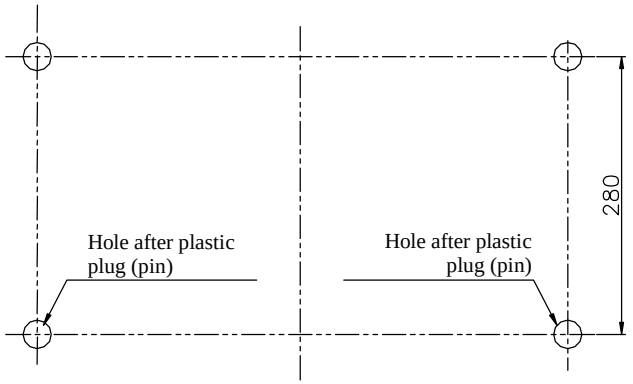

Fig. 2
3. Find plastic protruding plugs (pins) on the left and right side in the trunk. Take them out. Raised holes are base holes. Mark second holes as shown on the figure 2. Next drill marked holes straight through using bit ø11mm, then enlarge it only from luggage part by bit ø17mm.